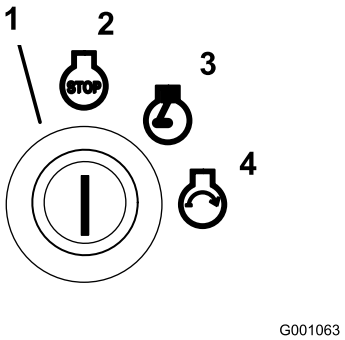

Figur 14
6. Vrid tändningsnyckeln medsols till körläget (Figur 14).
9. Vrid nyckeln till startläget så tänds glödstiftslampan på nytt. Släpp nyckeln när motorn startar (Figur 14).
2. Vrid tändningsnyckeln medsols till körläget (Figur 14).
4. Vrid tändningsnyckeln till det avslagna läget (Figur 14). Vänta tills alla rörliga delar har stannat innan du lämnar förarplatsen.